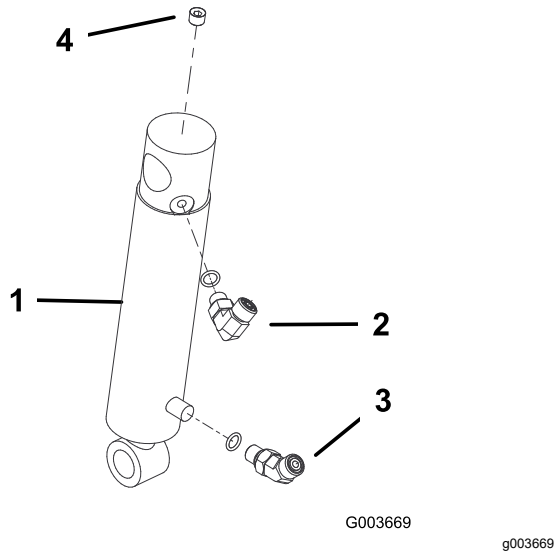

Figur 17
1. Skru en 90°-fitting i den øverste port i hydraulikcylinderen. Placer fittingen som vist i Figur 17.
2. Skru en 45°-fitting i den nederste port i hydraulikcylinderen. Placer fittingen som vist i Figur 17.